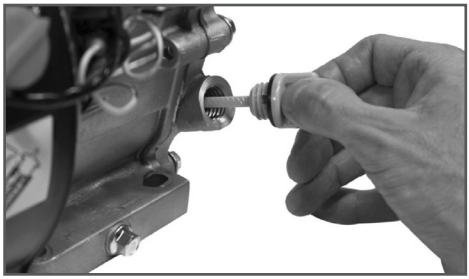

Рис. 3 Проверка уровня масла
1. Открутите крышку-щуп маслозаливной горловины (Рис. 3).